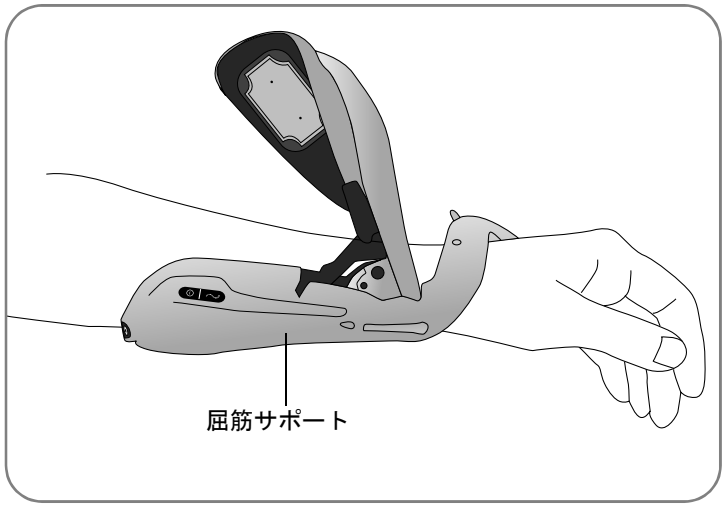

図 10-3：屈筋サポートを外しているところ
4. 伸筋ウィング部を開いて（図 10-3 を参照）、前腕の下から屈筋サポートを外します。